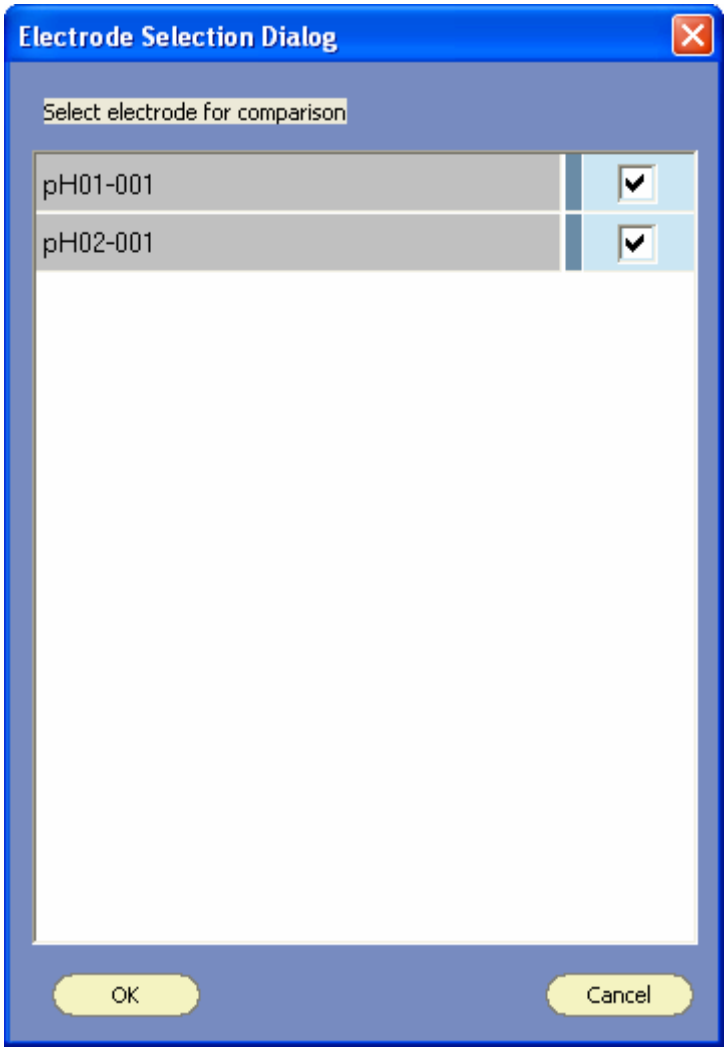

Figure 29 : Electrode selection for graph
7. You can select/unselect electrode form the graph. Click **Select/Unselect** button. Electrode Selection Dialog appears. (Figure 29)